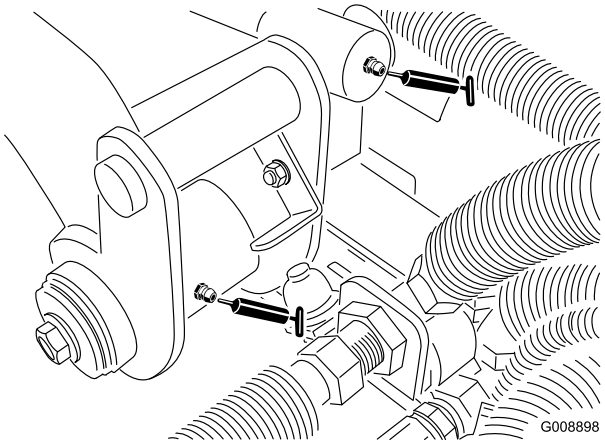

**Figur 34**
- Bakre lyftarmstapp och lyftcylinder (2) (Figur 34)